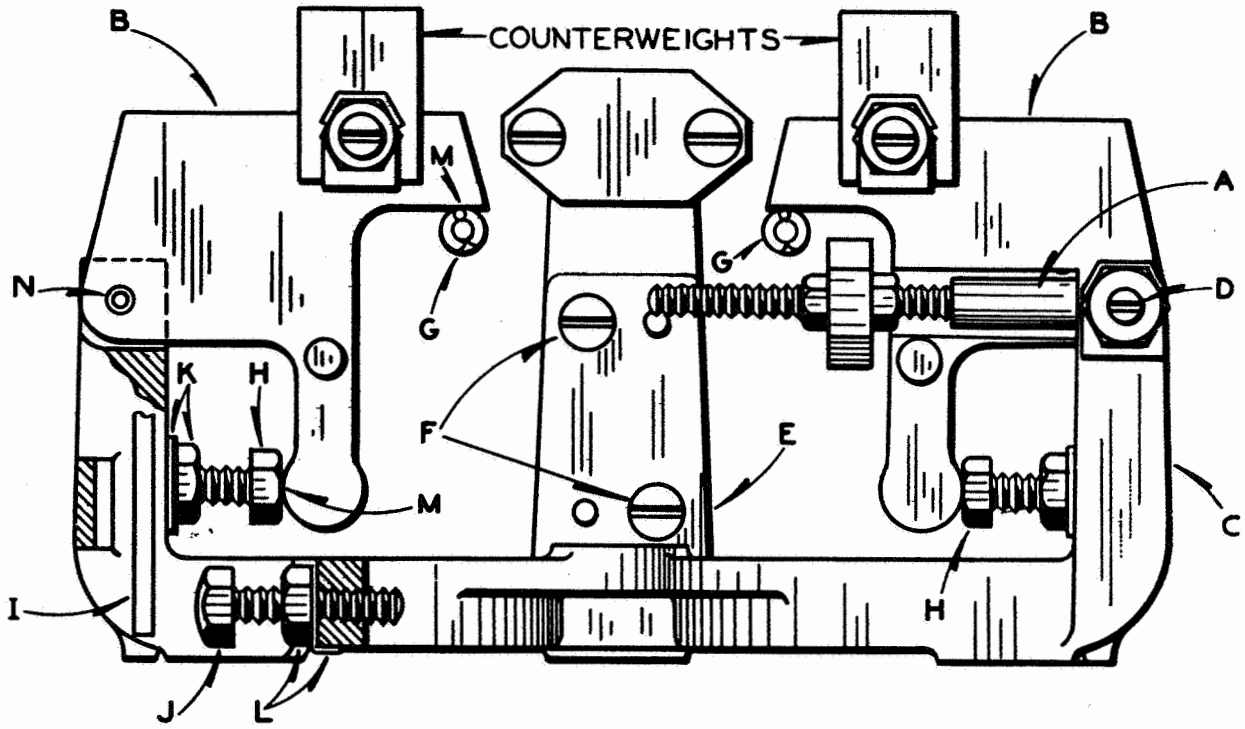
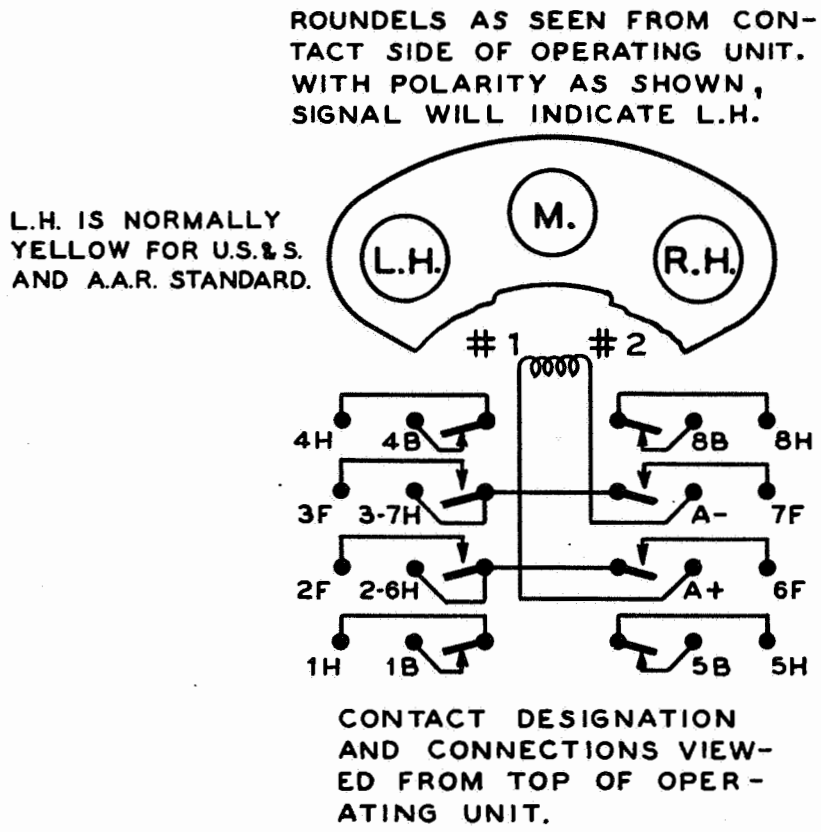

Fig. 4...View showing the Operating Studs, Counterweights, Stops and Contact Bracket
Fig. 10...Diagram of Internal Wiring
Separate the two contact armatures by unbolting the front contact springs and connectors from the insulating block on one of the armatures. Remove the armatures from the contact bracket C, Fig.4. Similarly the operating arms "B" are removed by taking out their respective pivot screws.
The operating arms "B", Fig.4, shall be clean and free from rough edges at "M" where contact is made with the roller "G" and the backstop "H". The pivot bushing "N" must be tight in the arm "B" and each end must extend 1/32" from the face of the arm to provide 1/32" minimum clearance and minimum contact surface with the sides of the slot. The hole as well as the ends of this bushing must be smooth and free from dirt or corrosion. The hole in the bushing is 0.0015" to 0.0025" larger than the diameter of the pivot. Set the operating arms "B", Fig.4, in the contact bracket and tighten and lock their respective pivots "D". The top surfaces of the two arms "B" will be approximately horizontal with the arms resting on rollers "G".
Bent, loose, or pitted contact parts must be replaced. Front contacts with burned or loose carbon tips or holders should be replaced. Adjust all four contact springs in each contact armature so the tips are equally spaced and in line and the individual springs are perpendicular to the axis of the pivots. Place the contact armature in the contact bracket "C", Fig.4, and adjust the pivots so the arm "I" is approximately centered on the front stop screw "J", with the end play adjusted to between 0.010" and 0.015". The strap connector (soldered to the flexible leads for front contacts on both sides in spaces #2 and #3) must be in place and properly installed for attachment to the inside terminal posts on the left side of the top plate.
an arm for locating the vertical centerline of the unit is attached to the upper backstrap. Backstop screws "H", Fig.4, are then adjusted in or out until the middle roundel is centered with the gage and the operating arms just touch their respective rollers on the armature pole shoe. Clamp this adjustment in position with the lock nut and locking strip "K".
Install a temporary set of permanent magnets and apply full operating voltage on the coil. Adjust the corresponding front stop screw "J", Fig.4, until the outside roundel is properly located in the center position, locking the adjustment with the locking strip and nut "L". Reverse the polarity on the coil and repeat this adjustment for the stroke in the reverse direction. Note the polarity required to operate the mechanism in accordance with the wiring diagram,Fig.10. Remove the set of temporary magnets from the mechanism. Install the supporting strap and stud to the center of the upper backstrap, leaving the locking nuts loose on the lower end of the stud where it passes through the contact bracket.
Clean and reseal the joint between the cover "K" and the window "H" with a thin film of black varnish. Attach the LH (long) and RH (short) coil leads to the top plate posts marked "A+" and "A-" respectively to provide operation per Fig. 10, making certain the clips holding the carborundum block lightning arrester are bent sufficient to clamp the block. Apply and lock the front contact heel connectors and the back contacts on the inside row of terminal posts each side. The front contacts and back contact heel connectors are then applied and locked on the outside row each side.
A. With voltage applied as shown on the wiring diagram, Fig. 10, the armature must operate in the direction indicated.
a. Apply a charge voltage of twice the pick-up, with polarity as indicated on wiring diagram, Fig. 10.
b. Keep the front contacts closed and the back contacts open by holding Arm I against stop J, Fig. 4.
c. Reduce voltage gradually until armature is in the deenergized position. (Arm B against Stop H, Fig. 4).
b. With contacts free reduce voltage gradually until Arm B just touches Stop H, Fig. 4. The voltage at this point is Drop-Away with contact pressure and should not be less than value in table. Adjustment for obtaining this value should be made only with the counterweight on Arm "A" of the contact structure.
2. Apply voltage, in same direction, increasing gradually until Arm I just touches Stop "J", Fig. 4. This value of voltage is "Direct Pick-up and Working", and should not exceed the value in table.
1. With a charge of twice "pick-up" and polarity opposite to that shown on wiring diagram, Fig. 10, repeat the operations "B" and "C".
3. When the variation is more than 0.6 volts increase the counterweight on Arm "A" of the contact structure on the lower reading side and recheck the drop-away and pick-up values. If the maximum contact armature counterweight is insufficient to provide the desired adjustment the counterweight on Arm "B", Fig. 4, must be increased. (Do not decrease the counterweight adjustment made in Section V-B-1-d).
1. Apply charge voltage equal to twice pick-up and of polarity shown in diagram Fig. 10 to the armature.
4. Increase voltage gradually until the armature picks up and Arm I just touches Stop J, Fig. 4. This value of voltage is the reverse pick-up, normal polarity, and shall not exceed the value shown in the table.
5. Apply charge voltage equal to twice pick-up and of polarity opposite to that shown in diagram Fig. 10, to the armature.